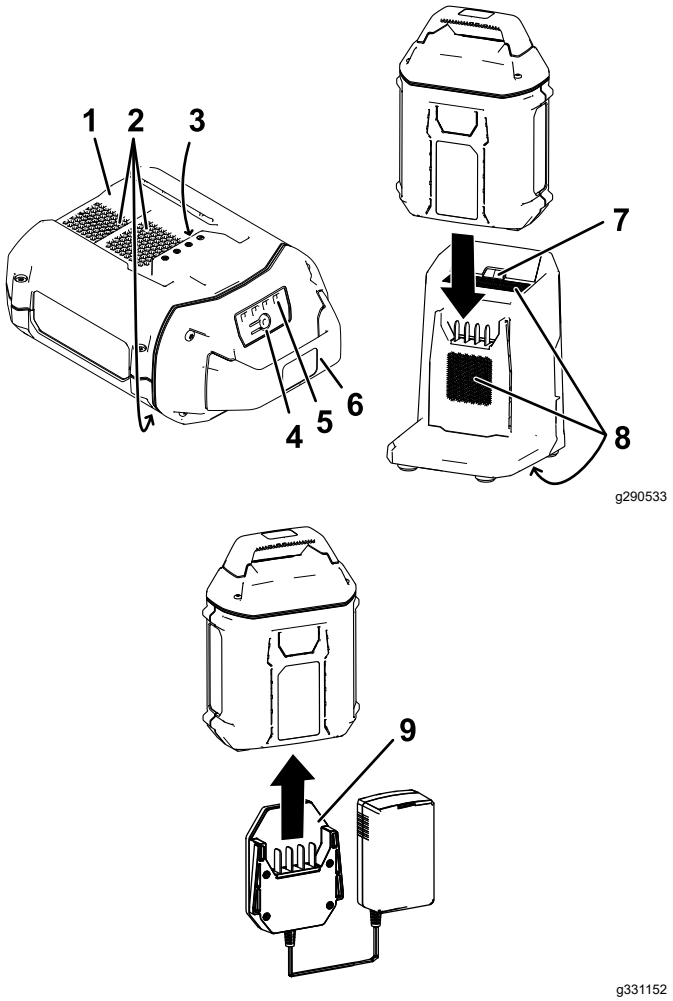

Figure 2
2. Alignez le creux de la batterie (Figure 2) sur la languette du chargeur.
3. Glissez la batterie dans le chargeur jusqu'à ce qu'elle soit complètement enclenchée (Figure 2).